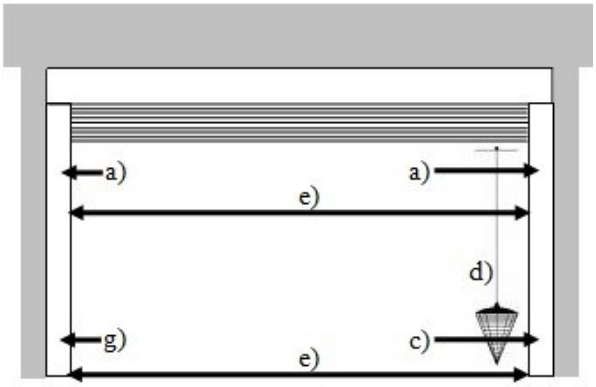

Figure 1
d) Vérifier l'aplomb latéral de la coulisse de droite (figure 1) et la caler si besoin
e) Vérifier le parallélisme des coulisses (figure 1)